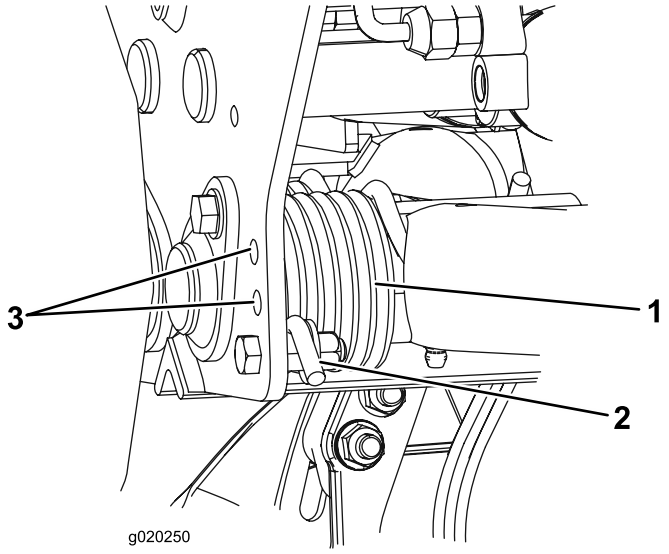

Figur 33
2. Før inn et rør eller lignende objekt på den lange fjærenden for å slippe noe av fjærspenningen under justering (Figur 33).
3. Mens du letter spenningen i fjæren, fjern bolten og låsemutteren som fester fjæraktuatoren til braketten (Figur 33).